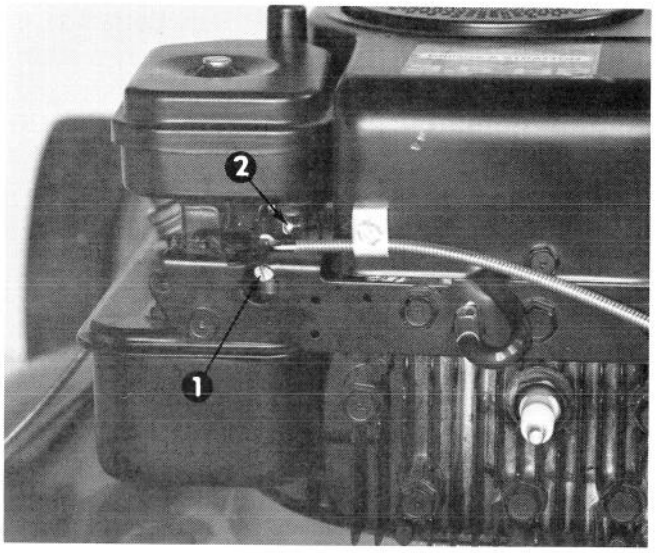

Afbeelding 29
1. Naaldventiel (Afb. 29)—Sluit de klep door het zachtjes met de klok mee te draaien.
4. Draai het naaldventiel (Afb. 29) met de klok mee, 1/8 slag per keer, totdat de motor snelheid begint te verliezen. Laat de motor op elke 1/8 slag reageren.
5. Draai het naaldventiel (Afb. 29) tegen de klok in — out — 1/8 slag per keer, totdat de motor eerst onregelmatig begint te draaien. Laat de motor op elke 1/8 slag reageren.
6. Draai het naaldventiel (Afb. 29) heel zachtjes met de klok mee — in — totdat de motor heel gelijkmatig begint te draaien. Deze afstelling kan zonder last vrij overmatig zijn, echter de enigszins overmatige afstelling verzekert de juiste werking als de motor belast is.
7. Breng het gasmanet terug, zodat de motor stationair wordt. Draai de stationaire afstellingsschroef (Afb. 29) tot de motorsnelheid 1750 omw./min. is.